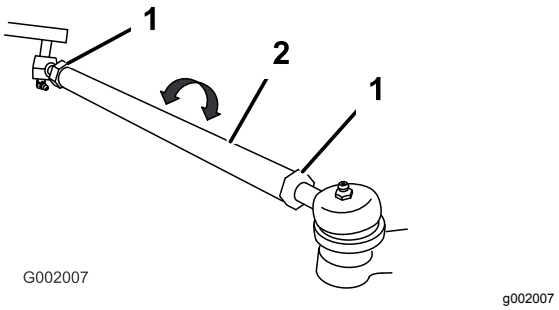

**Figuur 49**
5. Als deze afstand buiten het gespecificeerde bereik valt, moet u de contramoeren aan beide uiteinden van de trekstangen losdraaien (Figuur 49).